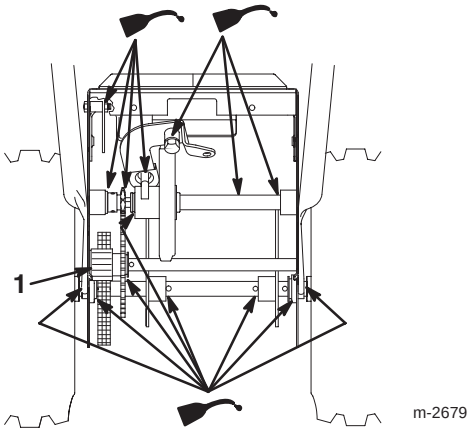

Figur 34
6. Smør forsiktig snøfreseren med tynn olje, som vist i figur 34 og 35.